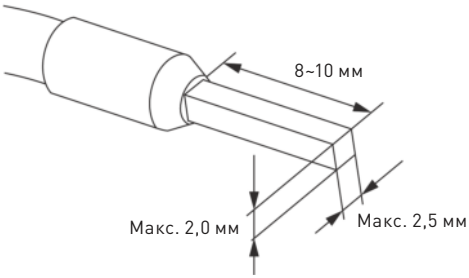

Рис. 6. Допустимые размеры наконечников
3. Кабели, подключаемые к клеммам модулей, должны быть обжаты наконечниками. Максимально допустимые размеры наконечников показаны на рис. 6.